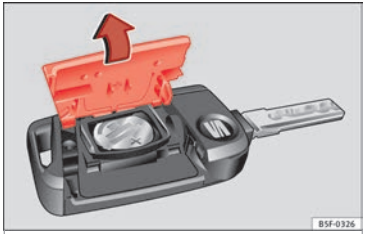

Fig. 127 Vehicle key: opening the battery compartment
- Remove the cover from the back of the vehicle key ››› Fig. 127 in the direction of the arrow ››› ❗.
- Fit the cover as shown ››› Fig. 127, pressing it onto the vehicle key casing in the opposite direction to that shown by the arrow until it clicks into place.